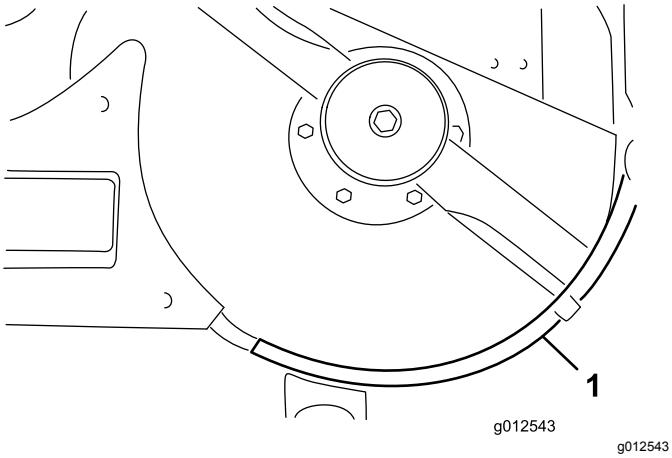

Figure 15
10. Secure the left shelf to the deck with 2 bolts (1/4-20 x 1 inch), 1 bolt (1/4-20 x 3/4 inch), and 3 locknuts (Figure 15). Position the bolt heads to the inside of the deck.